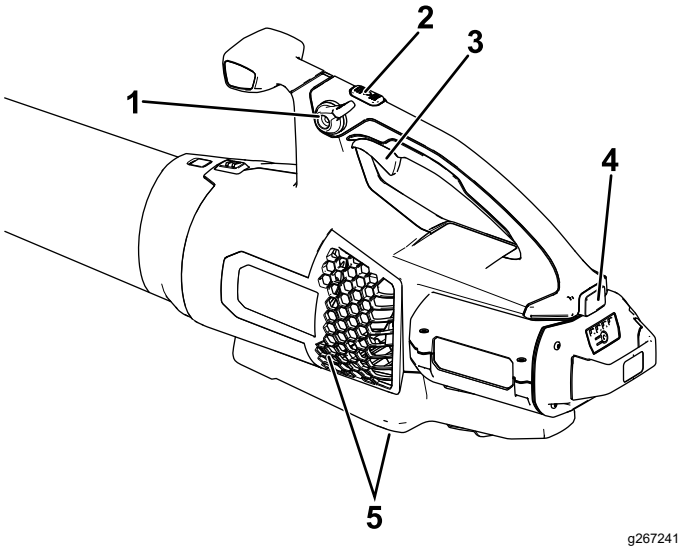

Figure 7
4. Pour mettre le souffleur en marche, serrez la gâchette de vitesse variable (Figure 7).
Remarque: Enclenchez le blocage de vitesse pour garder la machine en marche sans avoir à appuyer sur la gâchette de vitesse variable (Figure 7).
Pour obtenir des performances optimales (débit d'air), maintenez le bouton Turbo Boost enfoncé pendant la durée souhaitée (Figure 7).
Pour régler le débit du souffleur en marche, serrez la gâchette de vitesse variable (Figure 7).
Pour maintenir le débit d'air actuel, engagez le blocage de vitesse (Figure 7).
Pour arrêter le souffleur, déverrouillez le blocage de vitesse (le cas échéant) et relâchez la gâchette de vitesse variable (Figure 7).